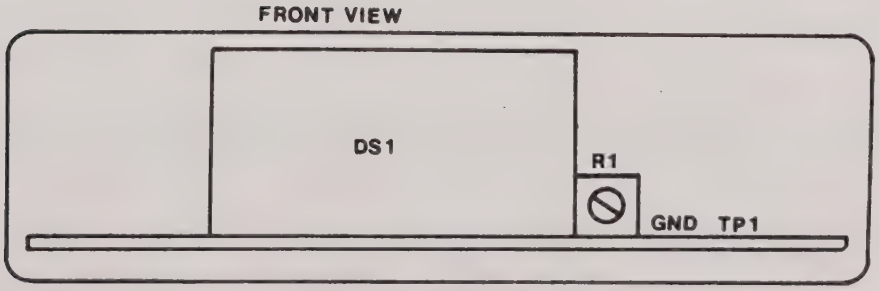

Figure 6-12. Footage Counter PWB Components Location Diagram
n. On oscilloscope, observe a 330 µsec positive pulse at TP1 on the footage counter (see Figure 6-12 for potentiometer location). Adjust R1 located on the right side of the footage counter .
4. With an oscilloscope, monitor TP1 on the footage counter board (Figure 6-12).
5. Adjust potentiometer R1 on the footage counter board (Figure 6-12) to obtain a pulse width of 0.11 msec.